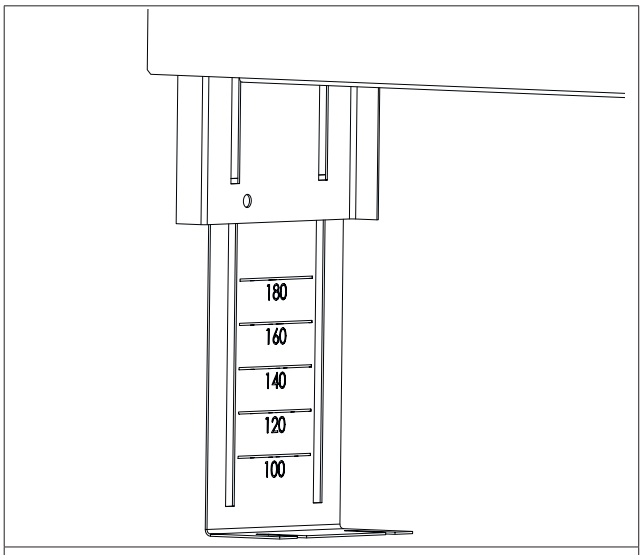

Fig. 4: Marquage de la hauteur
2. Ajuster les pieds du coffret pour pose encastrée à la hauteur souhaitée. Respecter la hauteur de la chape lors de l'ajustage des pieds. La surface de la chape devrait se situer au moins 1 cm au-dessus du bord inférieur du cache pour chape. Un marquage de la hauteur (voir Fig. 4 en page 28) apparaît en extrayant les pieds. Les dimensions indiquent la distance entre le plancher et le bord inférieur du cache pour chape. Ajuster les pieds